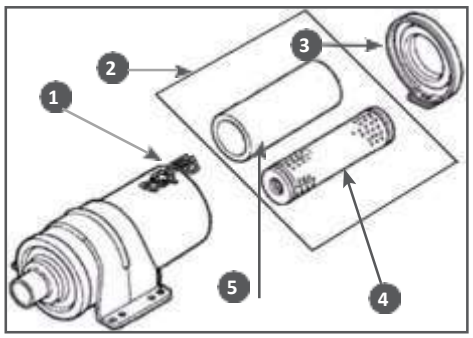

Рис.15 - Обслуживание воздушного фильтра
1. Отстегните защелку 1 и снимите крышку 3 воздушного фильтра (Рис. 15).
2. Извлеките воздушный фильтр 2 в сборе (Рис. 15).
3. Проверьте целостность и чистоту фильтрующих элементов. Поролоновый (предварительный) фильтрующий элемент 5 установлен на корпусе бумажного (основного) фильтрующего элемента 4 (Рис. 15).